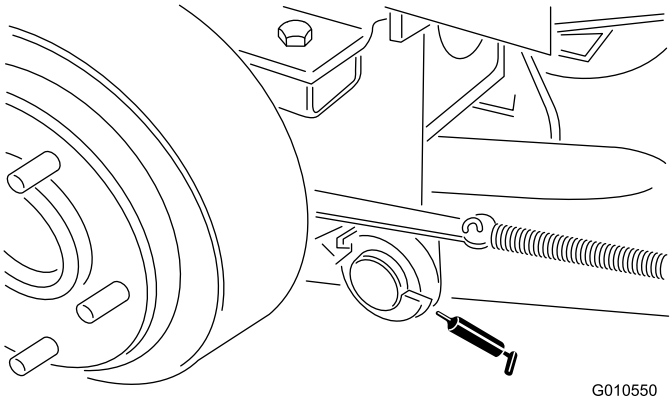

Figur 14
- høyre og venstre løftearms svingbolter (Figur 14)